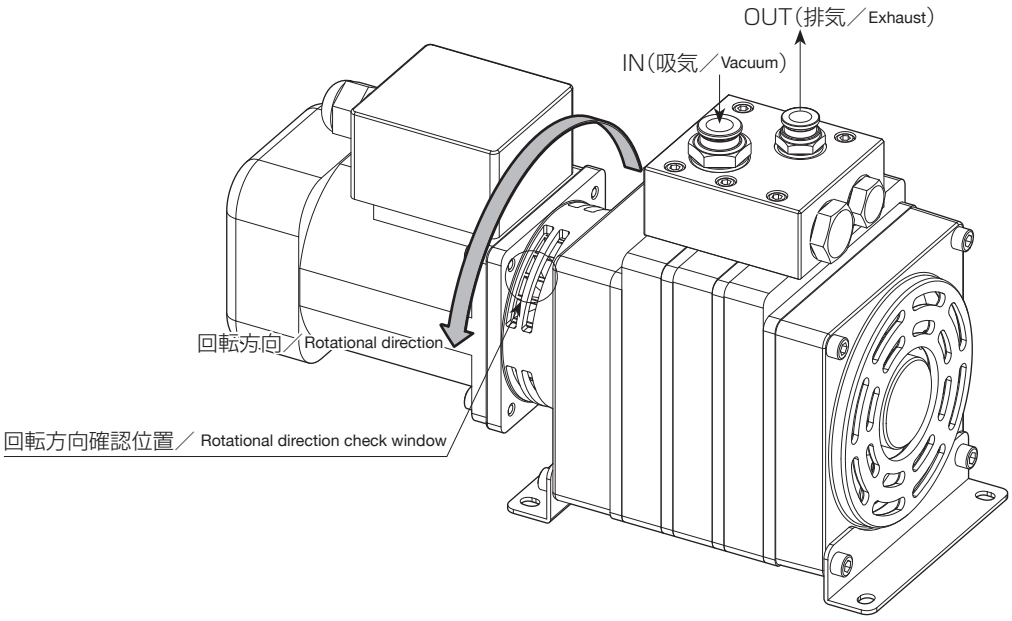

図2：ポンプ回転方向／Figure-2: Direction of Pump Rotation
7. モータの回転方向は、ポンプ側から見て反時計方向になります。（図2参照）